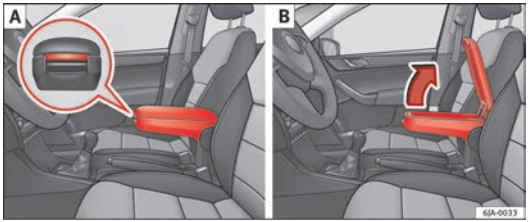

Fig. 70 Armrest/Opening and closing the storage compartment
– Press the button located on the front of the armrest ⇒ Fig. 70 - [A].
– Lift the storage compartment lid ⇒ Fig. 70 - [B]. ■